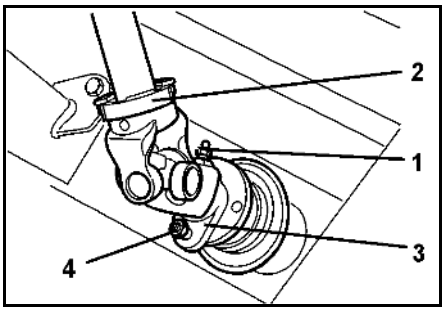

**Rys. 56**
6. Poluzować smarowniczkę (Rys. 56/1) i nałożyć wałek przekaźnikowy (Rys. 56/2).
7. Zamocować widełki łączące (Rys. 56/3) śrubą ścinalną (Rys. 56/4).
8. Wkręcić smarowniczkę (Rys. 56/1).